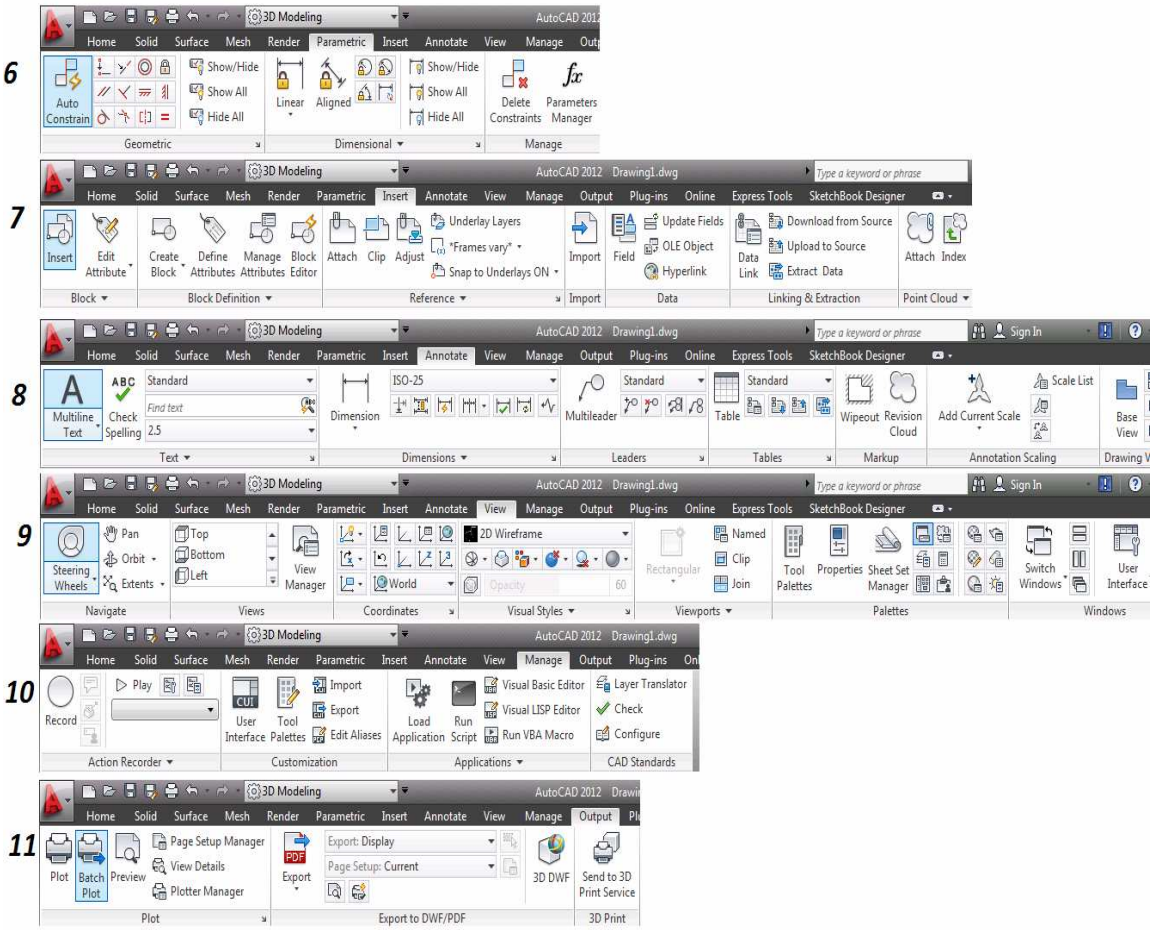

Figura 2.12. Cintas (Ribbons), continuación.
6. **Paramétrica [Parametric]:** Aquí se encuentran las agrupaciones por geométricas, por cota y administrar *(figura 2.12)*.
7. **Insertar [Insert]:** Aquí se encuentran comandos como Agrupaciones de Bloques, atributos, referencias, importación, datos y extracción *(figura 2.12)*.
8. **Anotaciones [Annotate]:** Se encuentran los comandos de agrupación de textos, dimensiones, multileader, tablas, marcas y escalas de anotación *(figura 2.12)*.
9. **Vistas [View]:** Cuenta con comandos como: Agrupación de sistemas de coordenadas personales, ventanas de visualización, paletas y Ventanas *(figura 2.12)*.
10. **Administrar [Manage]:** Se tienen los comandos de agrupaciones de grabación de macros, consultas, animación, utilidades de dibujo, personalización, aplicaciones y CAD estándar *(figura 2.12)*.
11. **Salida [Output]:** Aquí se tienen las agrupaciones de renderizado, impresión, publicación, y envió y exportar archivos *(figura 2.12)*.